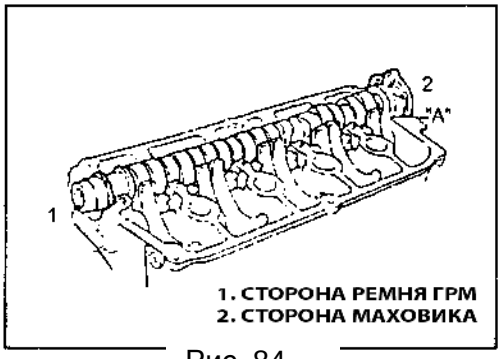

Рис. 84
8) Нанесите масло на распредвал и на шейки распредвала и установите распредвал на головку блока цилиндров. Установите крышки распредвала и крышку головки блока цилиндров (Рис. 84).